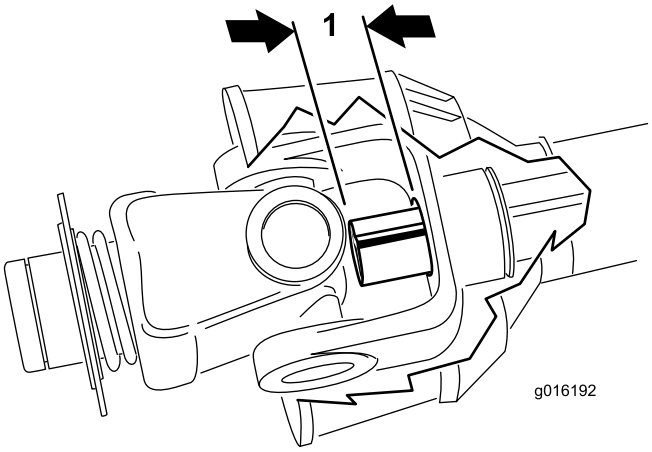

Figur 16
ut, inn i kryss- og lagringsdelene på det ytre røret (Figur 16). Hvis dette skjer, må du kutte **mer** av det indre røret for å løse problemet. Gå videre til neste trinn.
10. Mål hvor langt det indre røret stikker inn i kryss- og lagringsdelene på det ytre røret (Figur 16). Legg til denne avstanden til avstanden fastsatt i trinn 8.